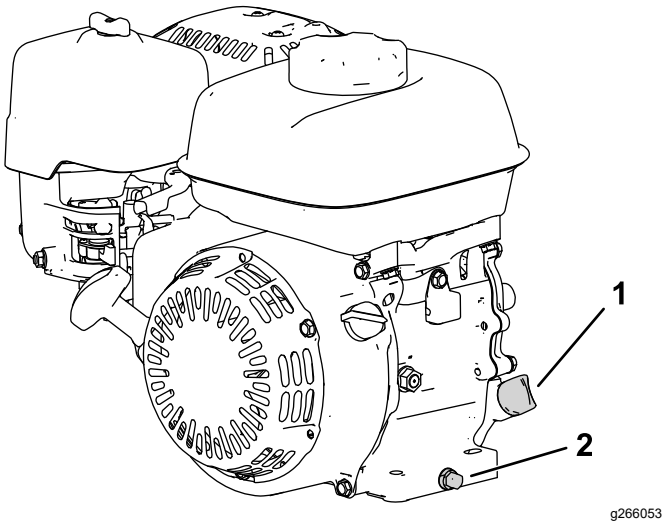

Rysunek 29
2. Ustaw kosiarkę tak, aby silnik był wypoziomowany, i oczyść obszar wokół rury wlewu oleju (Rysunek 29).
3. Wykręć korek spustowy, podkładkę i wskaźnik poziomu (Rysunek 29).